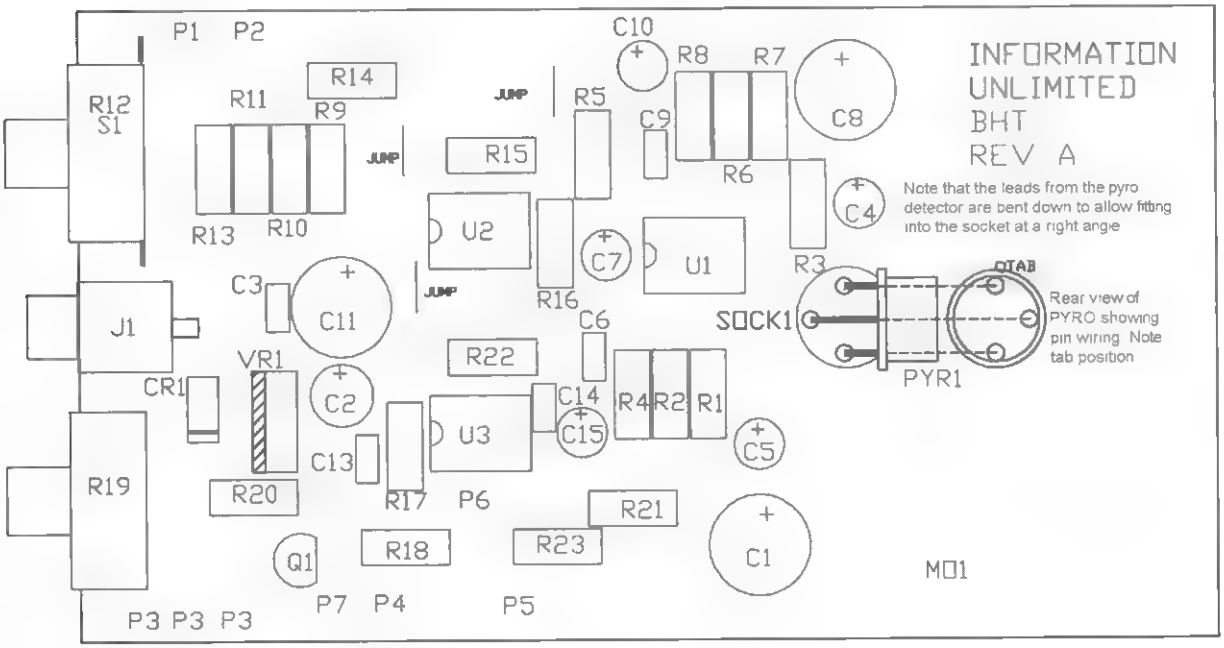

Figure 37-3 *PCB wiring and assembly*
2. Examine the PC board, as shown in Figure 37-3 and 37-4.